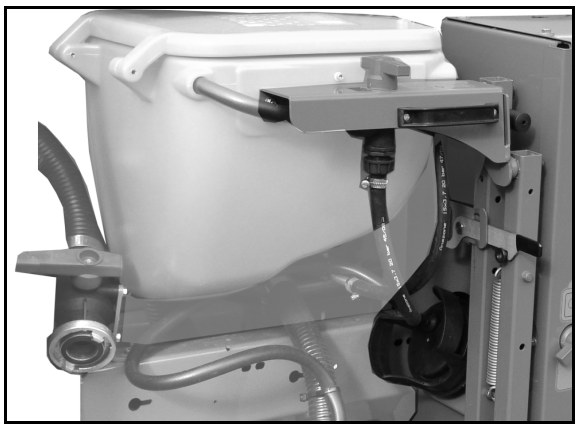

Rys. 49
- Napełnianie z odcinkiem swobodnego przepływu i obracanym wylotem (Rys. 49).